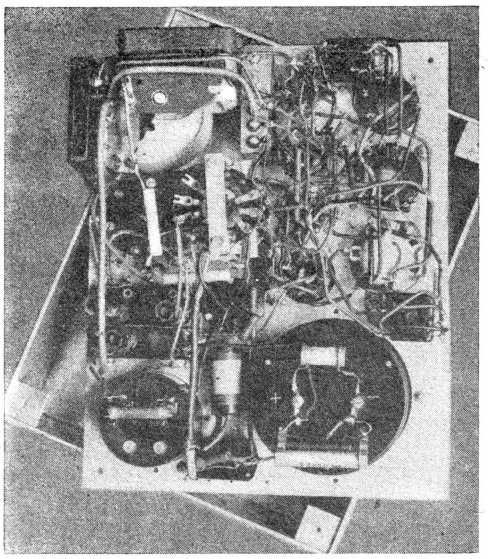

Bild 4. Blick in die Verdrahtung
1. Liegen beide Verkürzungskondensatoren in Reihe (Bild 4), so gilt die Serienkapazität der beiden Kondensatoren als Verkürzungskondensator S für den Langwellenbereich.
2. Liegen die beiden Oszillatorspulen wie in Bild 4 in Reihe, so gilt als Selbstinduktion im Langwellenbereich die Summe der beiden Spulenwerte.
Bild 4. Industrieschaltung eines Oszillatorkreises. Im Mittel- und Langwellenbereich liegt Trimmer P_K parallel zum Drehkondensator. Gleichzeitig liegen die Trimmer P_M und P_L parallel zu den Schwingkreisspulen